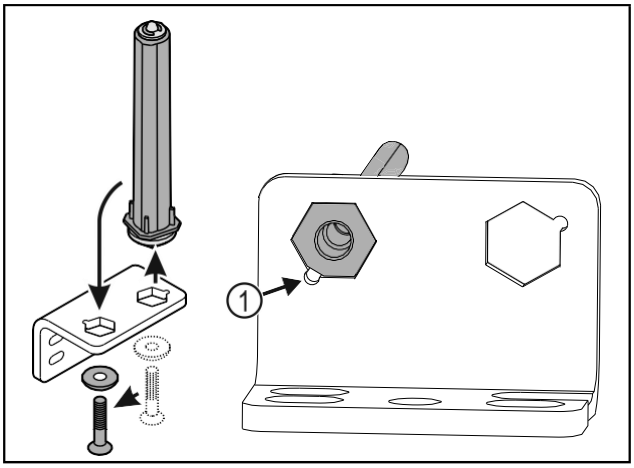

Fig. 25
- ▶ Darauf achten, dass beim Einsetzen die Bolzenabschrägung *Fig. 25 (1)* zum runden Loch zeigt.